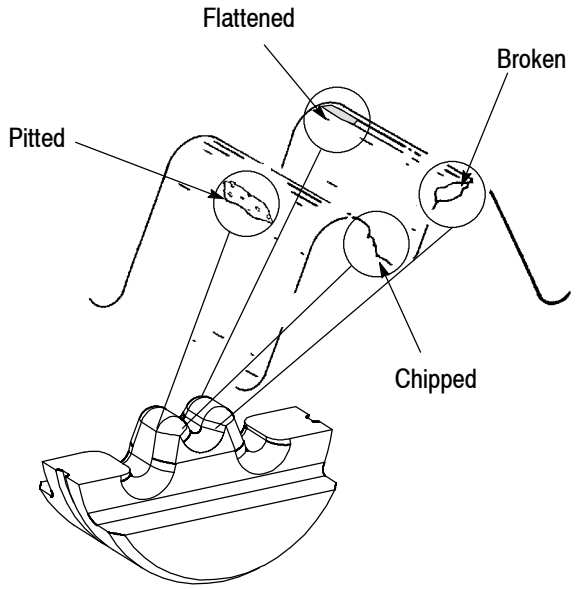

*Figure 7*
**A. Visual Inspection** (Figure 7)